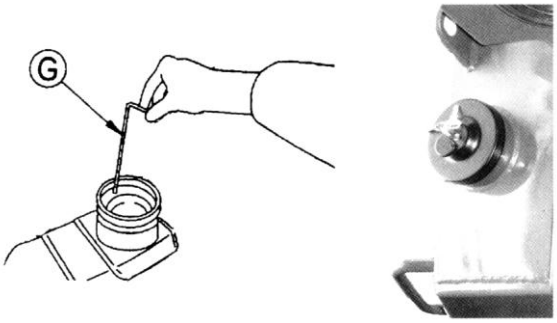

Рис. 2-3.
2.1.6. Проверьте уровень топлива (Рис. 2-3).